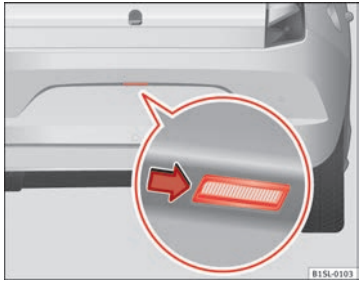

Fig. 157 On the rear bumper: Remove number plate light
2.	With one hand, press on the number plate light from left to right and remove it from the bumper ⇒ Fig. 157.